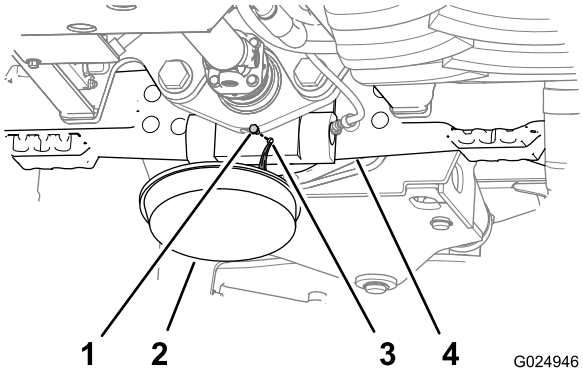
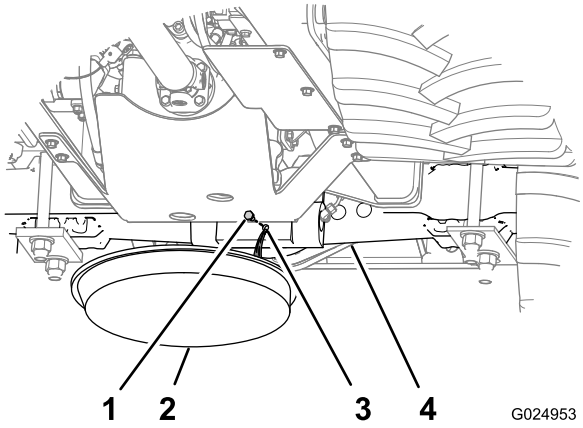

Figura 87
Figura 88
1. Posicione uma bandeja de drenagem sob a caixa do pinhão do eixo (Figura 87 e Figura 88).
2. Remova os bujões do orifício de nível e do orifício de drenagem da caixa do pinhão para os eixos (Figura 87 e Figura 88).